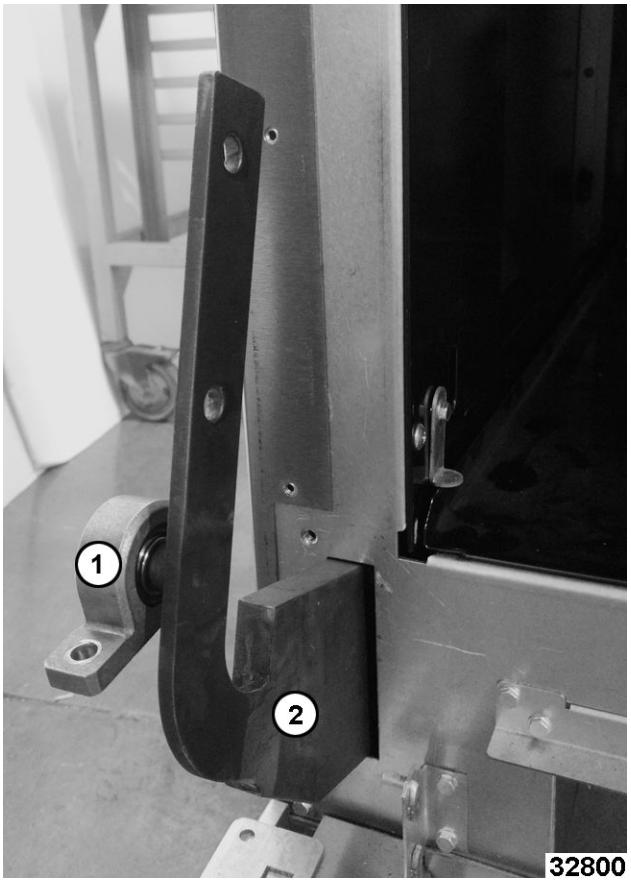

**Fig. 93**
4. Slide bearing (1, Fig. 93) off axle shaft.
5. Slide counterweight (2, )Fig. 93 through opening.